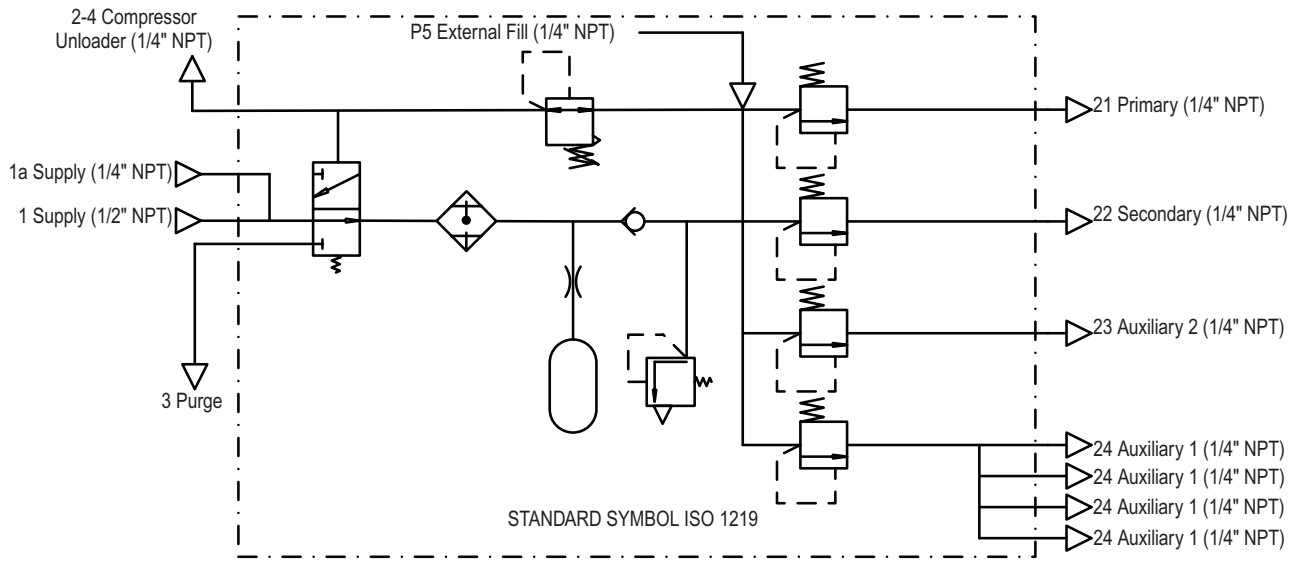
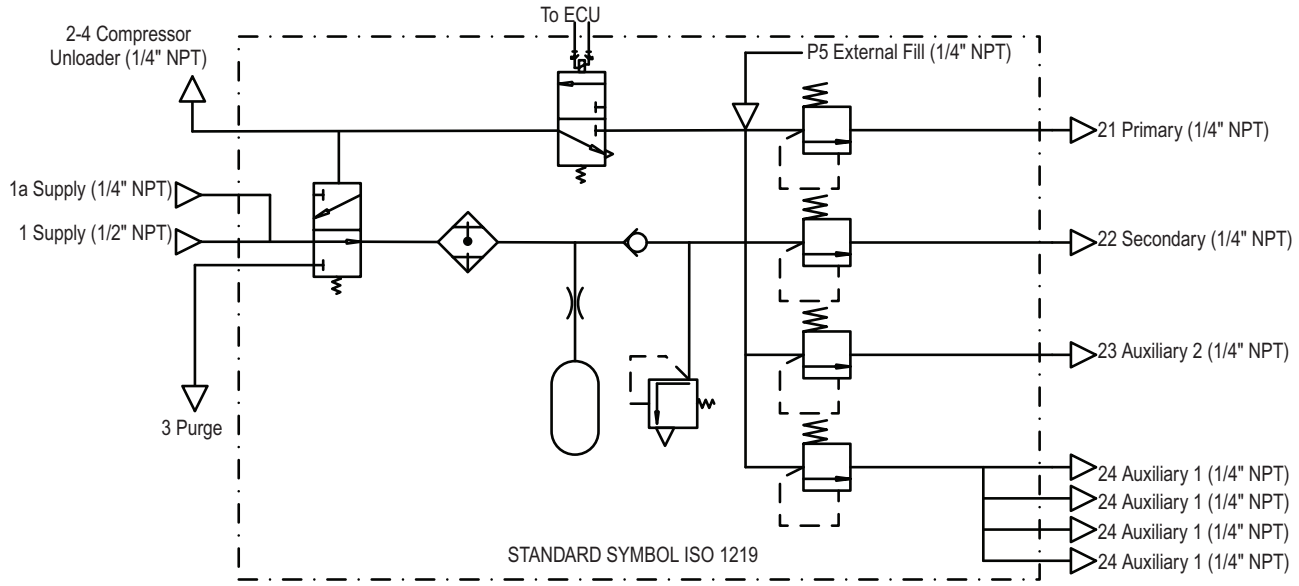

Figure 4 – Bendix® AD-HF® Air Dryer ISO Schematic
Figure 5 – Bendix® AD-HF®i Air Dryer ISO Schematic
Figure 4 shows an ISO schematic diagram of how the AD-HF air dryer functions. *Figure 5* shows an ISO schematic of how the AD-HFi air dryer functions.
A. Electric Power to the Dryer (*Refer to Figure 4*)